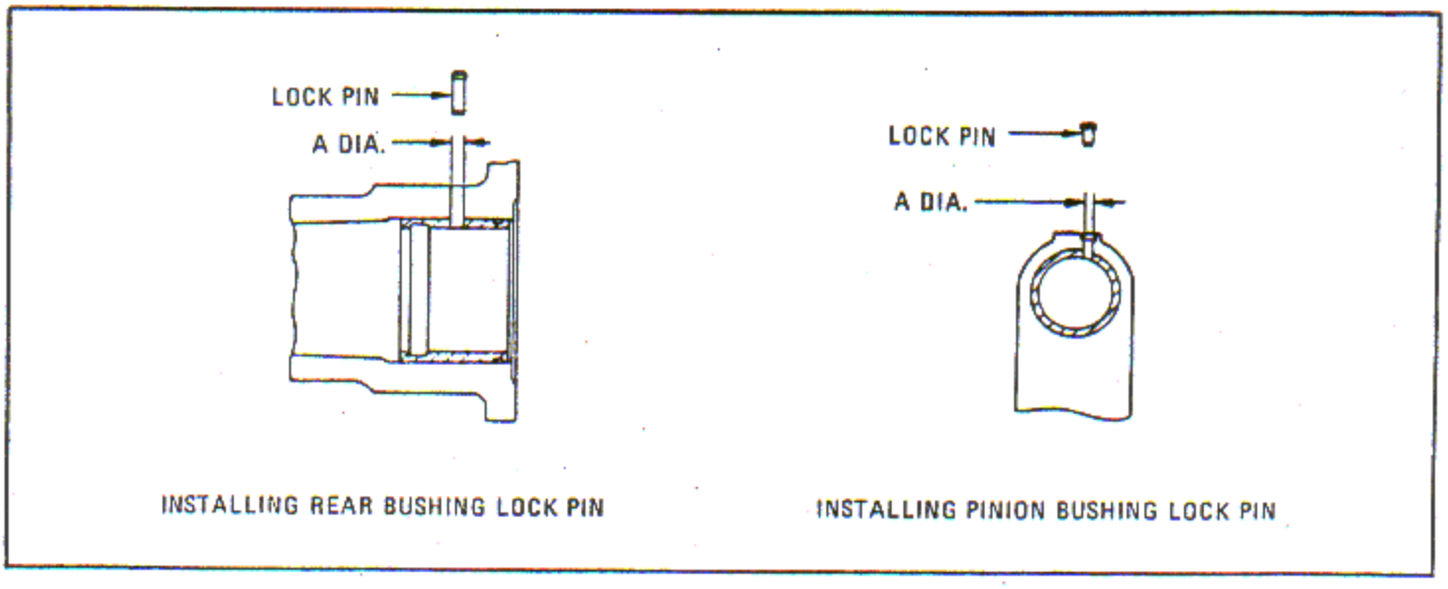

Figure 6-55. Installing Rear Bushing Lock Pin and Pinion Bushing Lock Pin
b. Drill hole through one wall of bushing at lock pin hole as shown. See figure 6-55.
a. Drill a hole through one wall of the bushing at the lock pin hole as shown. See figure 6-55.